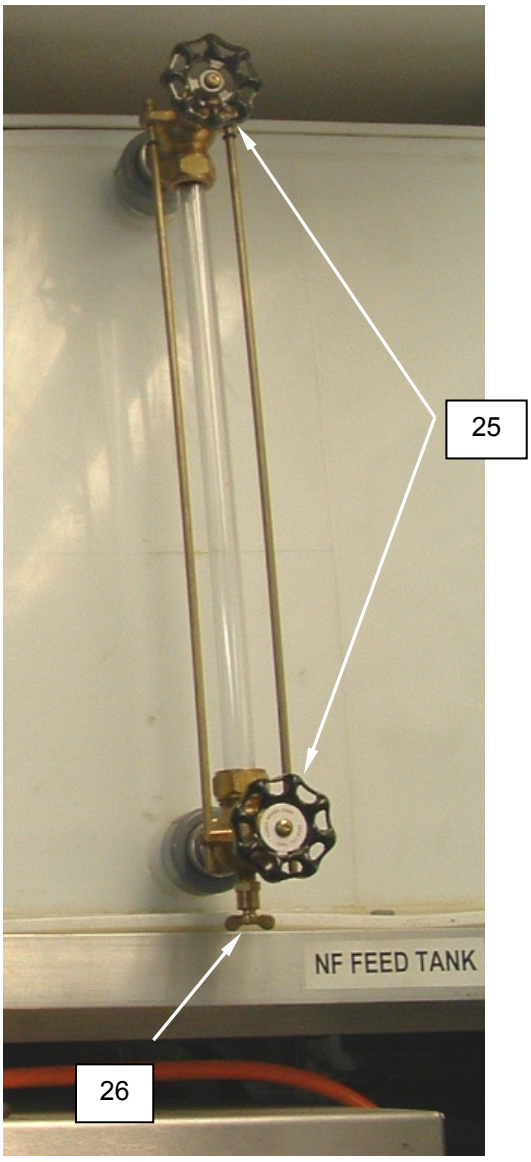

Figure 15. Sight Glass Valves.
12. Ensure the sight glass isolation valves **(Figure 15, Item 25)** are open and the sight glass drain petcocks **(Figure 15, Item 26)** are closed.